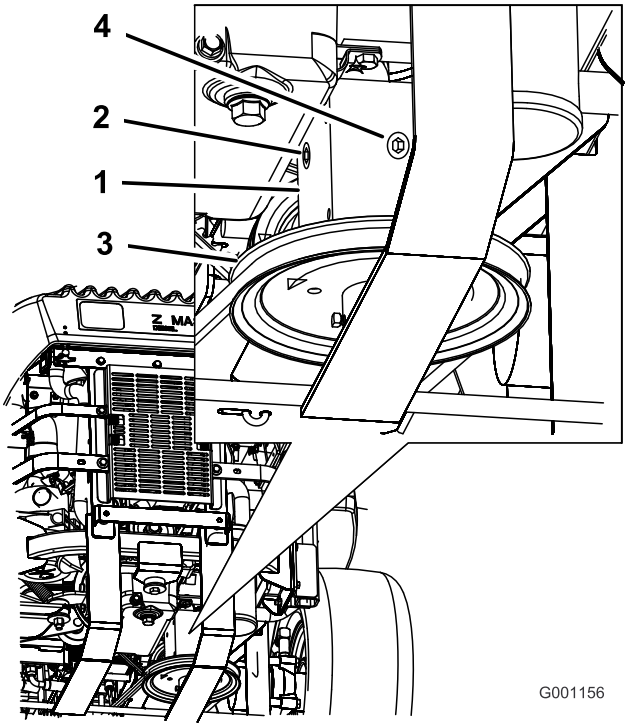

Figuur 46
4. Verwijder de plug aan de zij- of achterkant van de tandwielkast. (Figuur 46).